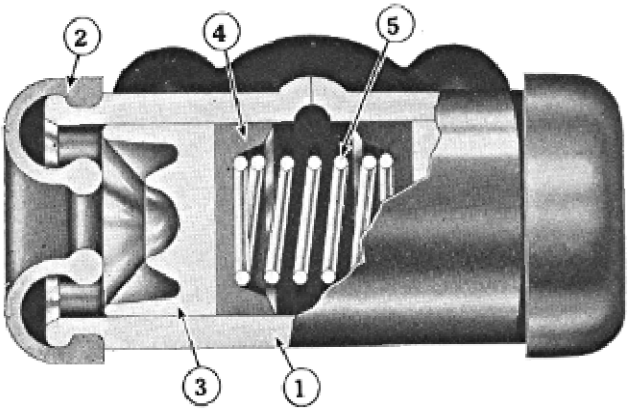

Figure 3
The wheel cylinder is the unit which changes the applied hydraulic pressure into mechanical force. The wheel cylinder, Figure 3, is composed of casting (1), boots (2), opposed pistons (3), opposed cups (4), and cup return spring (5). At the uppermost position and between the piston cups is a bleeder connection used to expel air from the system.
To disassemble wheel cylinder (Figure 3), remove
Before reassembling cylinder all parts must be washed in clean alcohol. Dip all parts in Genuine Hudson Hydraulic Fluid and reassemble as shown in Figure 3.